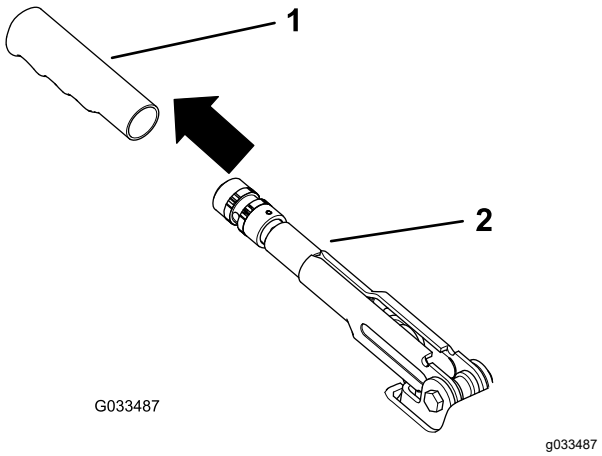

Figur 63
1. Fjern gummigrebet fra parkeringsbremsehåndtaget (Figur 63).